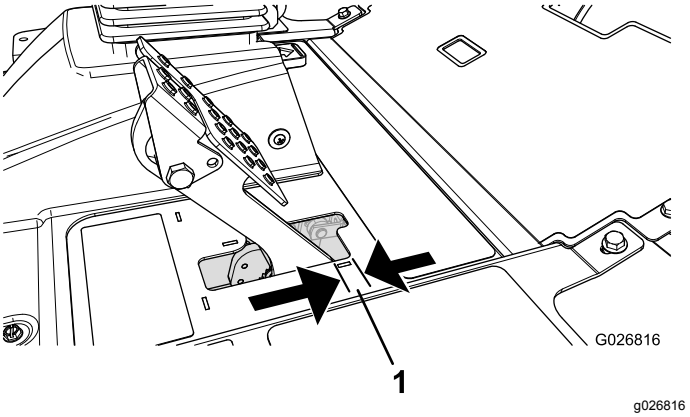

Figur 60
Juster bremserne, hvis bremsepedalen har mere end 2,5 cm fri vandring (Figur 60), eller hvis mere fastholdelseskraft er påkrævet. Fri vandring angiver den afstand, som bremsepedalen kan flyttes, før du mærker bremsemodstand.
2. Tilspænd den bageste møtrik for at flytte kablet bagud, indtil bremsepedalerne har 6 til 13 mm fri vandring (Figur 60), før hjulene låses.